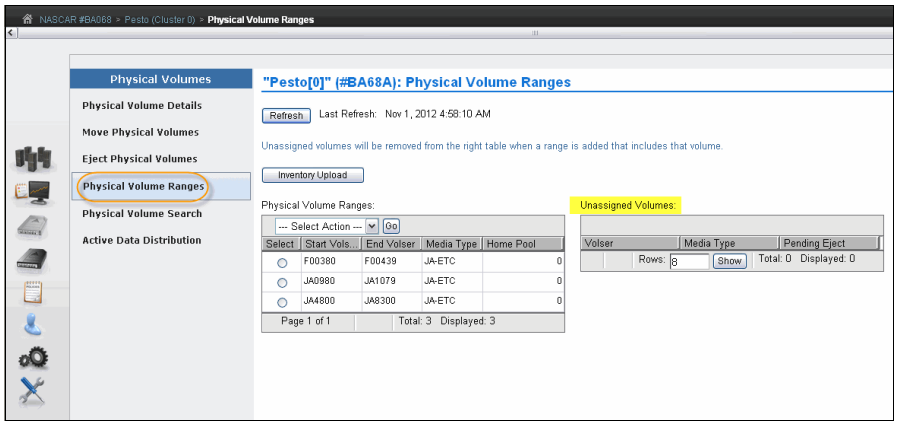

Figure 11-19 Physical Volume Ranges window
5. For a TS7700T cluster, click **Physical** → **Physical Volumes** → **Physical Volume Ranges** and then, click **Inventory Upload**, as shown in Figure 11-19 on page 587.
8. For a TS7700T cluster, click **Physical** → **Physical Volumes** → **Physical Volume Ranges** and click **Inventory Upload**, as shown in Figure 11-19 on page 587.
Use the window that is shown in Figure 11-19 to add, modify, and delete physical volume ranges. Unassigned physical volumes are listed in this window. If a volume is listed as unassigned volume, and this volume belongs to this TS7700, a new range should be added and include that volume to fix it. If an unassigned volume does not belong to this TS7700 cluster, it should be ejected and reassigned to the proper logical library in the physical tape library.